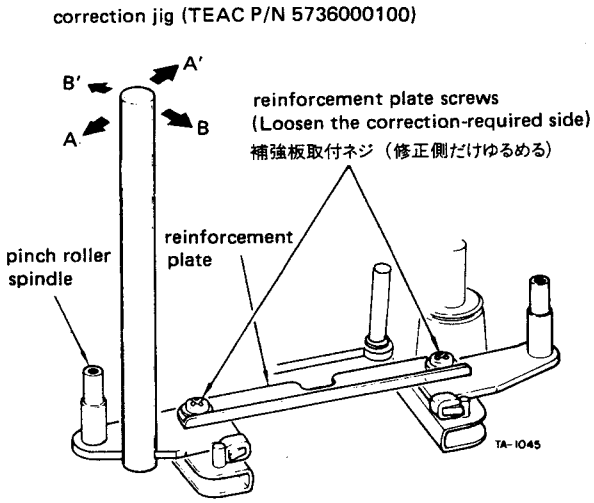

Fig. 2-15 Pinch roller/capstan alignment
3. If not parallel, loosen the reinforcement plate screw near the correction-required side (Refer to Fig. 2-15), then correct tilt of pinch roller spindle using correction jig. (Part No. 573600010). Adjustment can be done by tilting correction jig in direction of arrow A or A'.
5. If needed, adjust by tilting correction jig in direction of arrow B or B' in Fig. 2-15.
2. If necessary, adjust pinch roller alignment as shown in Fig. 2-15.
3. 平行でない場合は，調整棒を使用して図2-15に示す，A又はA'方向にピンチ・ローラ軸の傾きを修正する.（調整棒は出来るだけピンチ・ローラ軸に近い位置にセットして下さい）.（調整棒 品番5736000100）
平行でない場合は，調整棒を使用して図2-15に示すB又はB'方向にピンチ・ローラ軸の傾きを修正する.
2. もし変化する場合は図2-15の方法でピンチ・ローラ軸の傾きを微調整する.